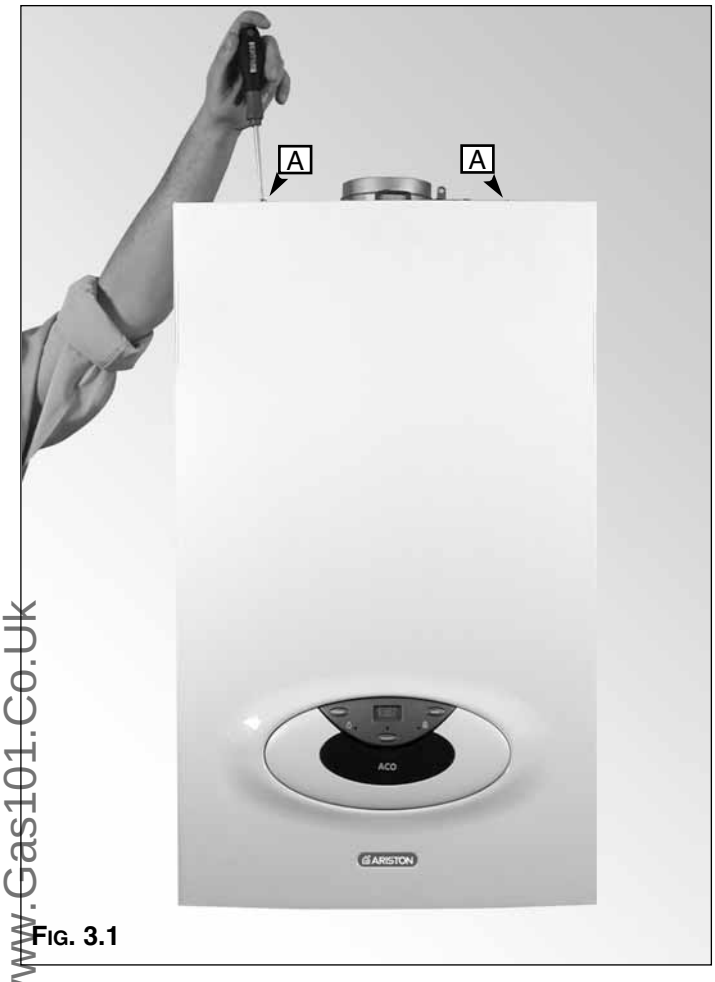

FIG. 3.1
1. Remove the screws “A” **(FIG 3.1)**;